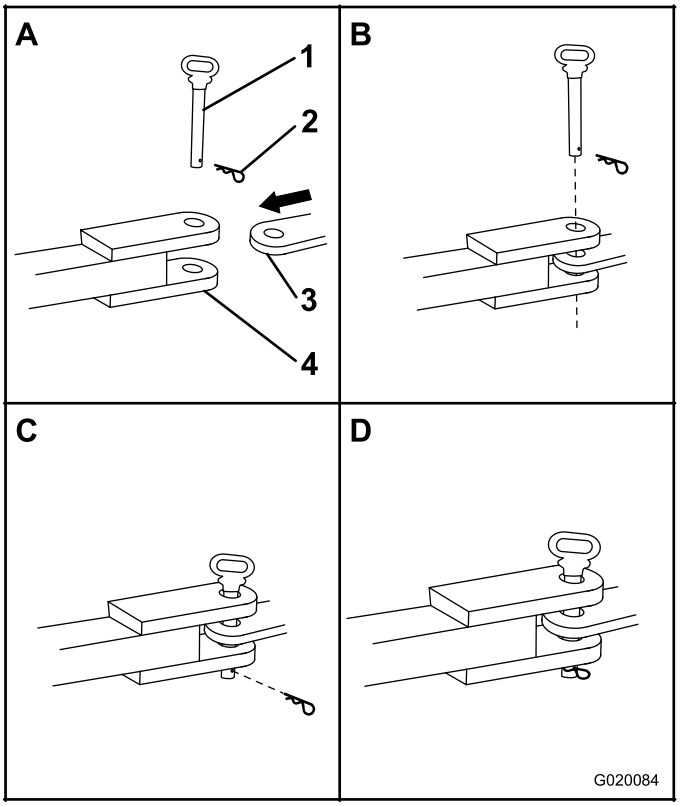

Figure 22
1. Positionnez l'avant de la tête d'attelage entre les plaques supérieure et inférieure de l'attelage à goupille/chape du véhicule tracteur, et vérifiez que les trous sont alignés (Figure 22).
2. Insérez une goupille d'attelage de 19 mm (3/4 po) ou 22 mm (7/8 po) dans les trous de la tête et de l'attelage (Figure 22).
3. Insérez une goupille fendue dans le trou au bas de la goupille d'attelage (Figure 22).